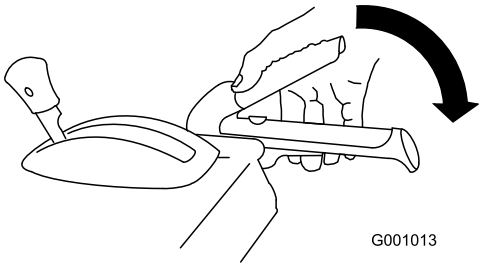

Figur 31
1. For at indkoble snegle-/rotordrevet skal du klemme snegle-/rotorgrebet til højre for håndtaget (Figur 31).